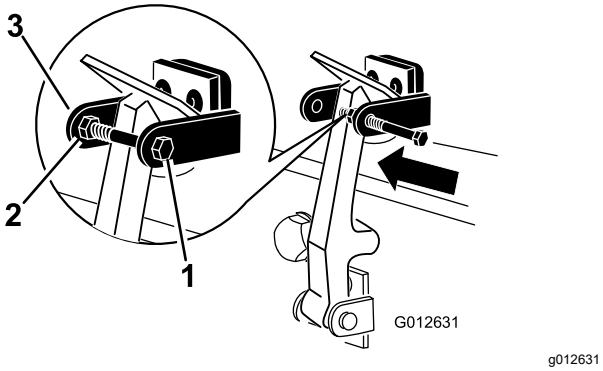

Figur 10
8. Montera skruven i den andra armen på motorhuvslåsfästet för att låsa spärren på plats (Figur 10). Dra åt skruven ordentligt, men dra inte åt muttern.